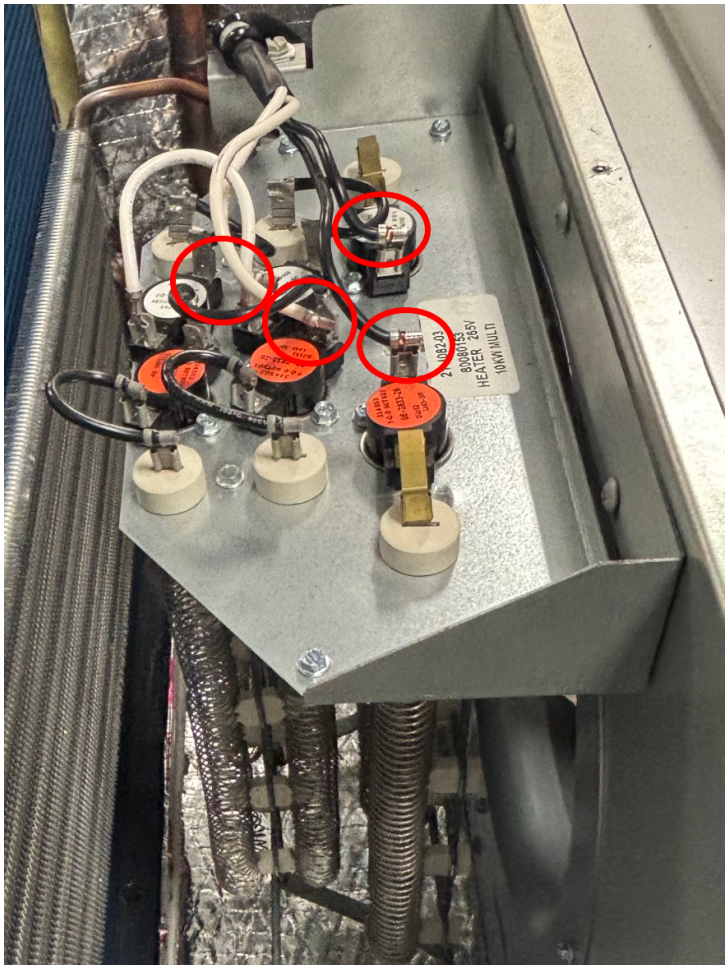

Figure 438.1 (Heater)
4. Disconnect input wires . See Figure 438.1.